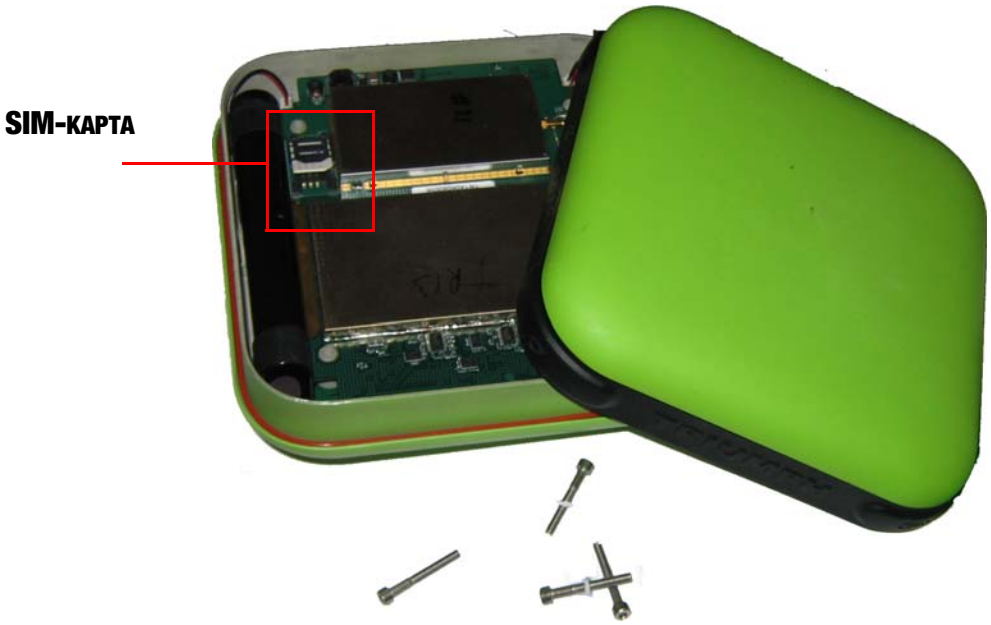

Рисунок 10. Установка второй SIM-карты
2. Откройте нижнюю часть корпуса, отвинтив 4 винта (Рис. 10 на стр. 29)